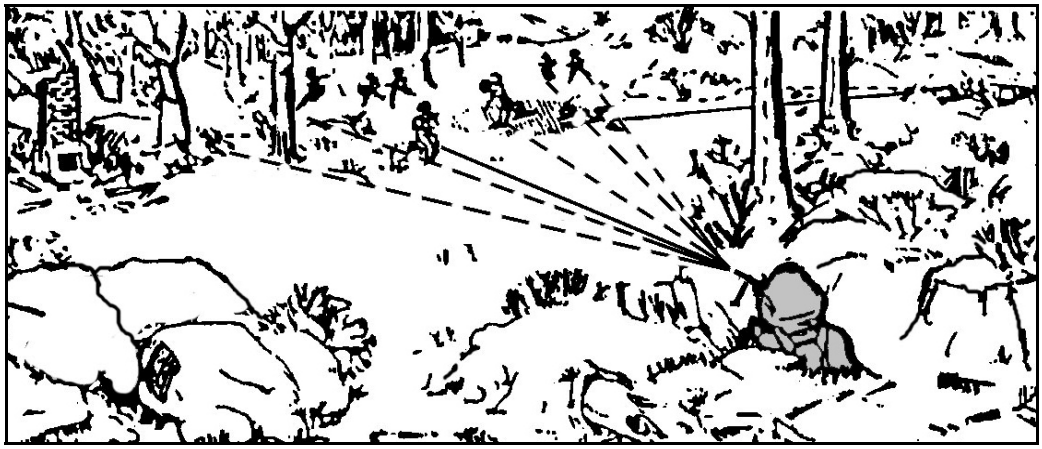

Figure 5-12. Engagement of hard-to-identify linear targets with a reference point outside the target area.
(3) *Linear Target*. When engaging a linear target, the gunner traverses the machine gun to distribute fire evenly onto the target. He must cover the entire width of a linear target. The initial point of aim is on the midpoint. The gunner then manipulates to cover the rest of the target. If a linear target is hard to identify, a leader may designate the target by using a reference point (Figure 5-12). When this method is used, the leader determines the center of mass of the target and announces the number of meters from the reference point that will cause the gunner to aim on the center of mass. The reference point may be within or adjacent to the target (Figure 5-13). However, the reference point should be on line with the target for the best effect. After the command to fire has been given, the leader maintains and controls the fire by subsequent fire commands.